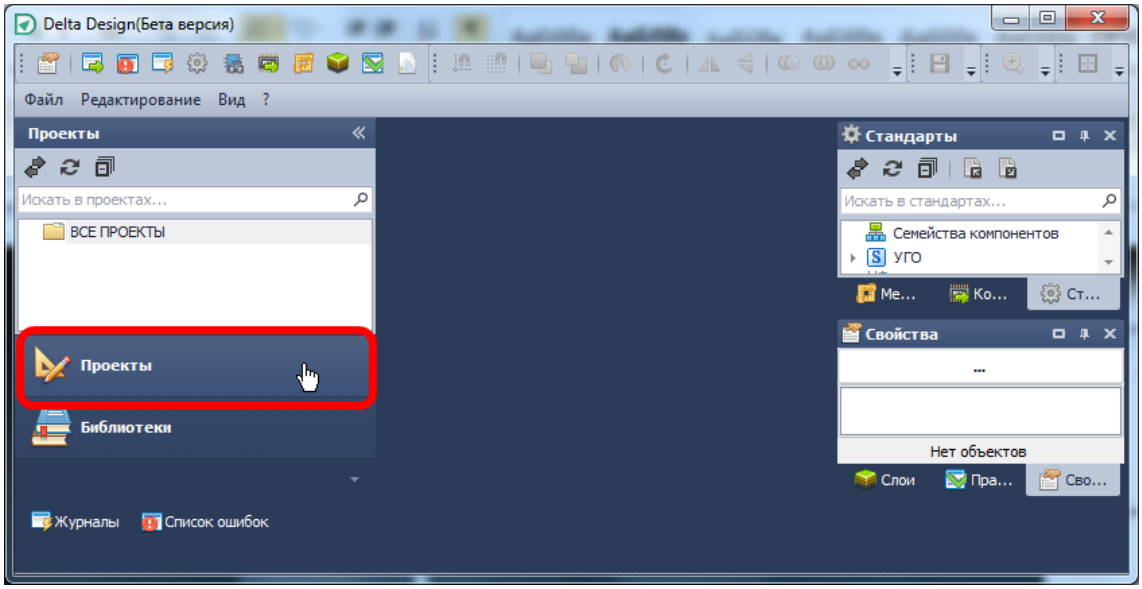

Рис. 371. Выбор дерева проектов в панели навигации
1. Активируйте закладку «Проекты» на панели навигации, см. Рис. 371.